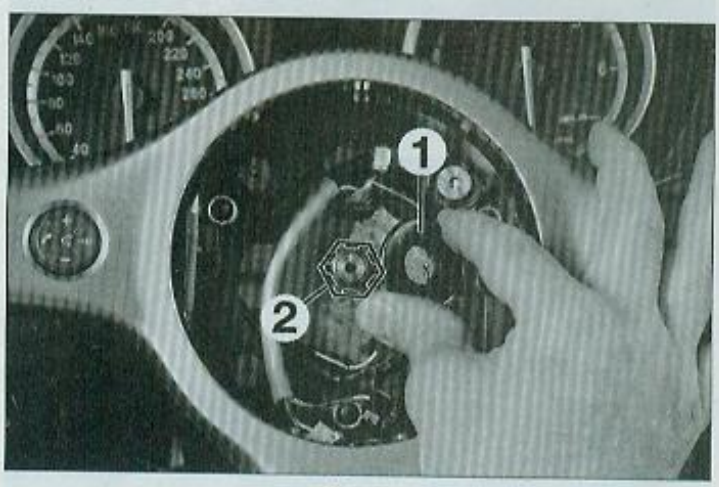

FIG. 10
• Procéder à la dépose de l'airbag conducteur (voir chapitre "Airbags") puis du volant de la façon suivante **(Fig.10)** :
- dégrafer la rondelle de protection (1) puis déposer l'écrou (2) de fixation du volant (à remplacer à chaque démontage). Utiliser pour cela une douille de 24 mm en veillant à l'enfoncer parfaitement sur l'écrou à l'aide d'un maillet, par exemple. Sans cette précaution, la douille échappe de l'écrou dont le bord ne présente que peu de prise.